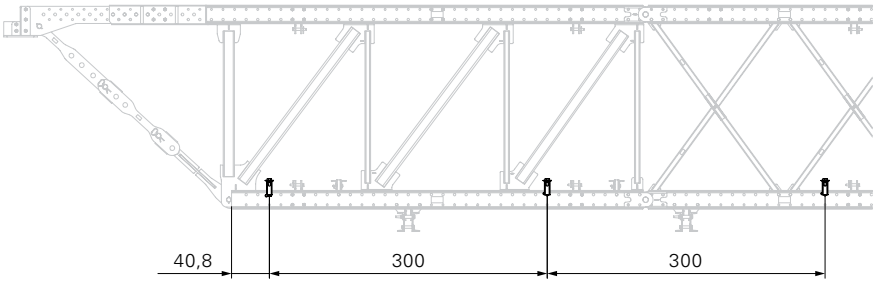

Fig. D1.07
3. Mount additional Bracket Connectors (80) at a distance of 300 cm.(Fig. D1.07)